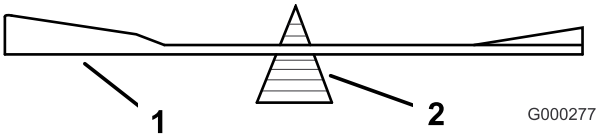

Figura 66
2. Verifique el equilibrio de la cuchilla colocándola sobre un equilibrador de cuchillas (Figura 66).